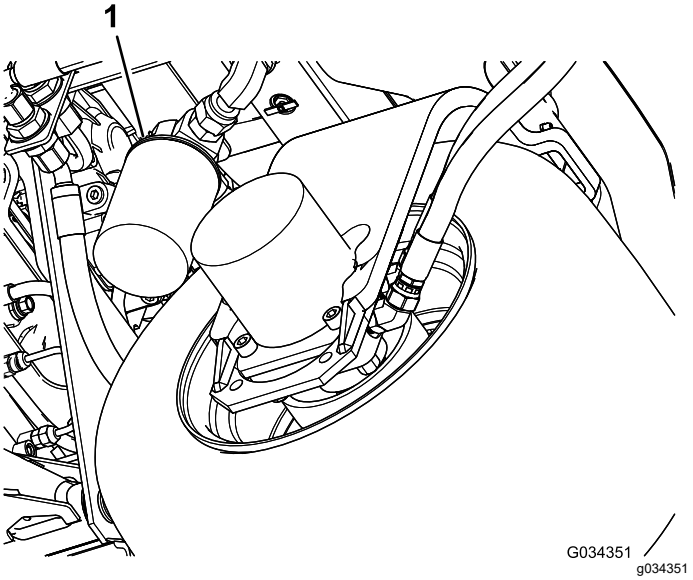

Figur 94
2. Rengør omkring det område, hvor filteret monteres. Anbring en dræningsbakke under filteret (Figur 94), og fjern filteret.